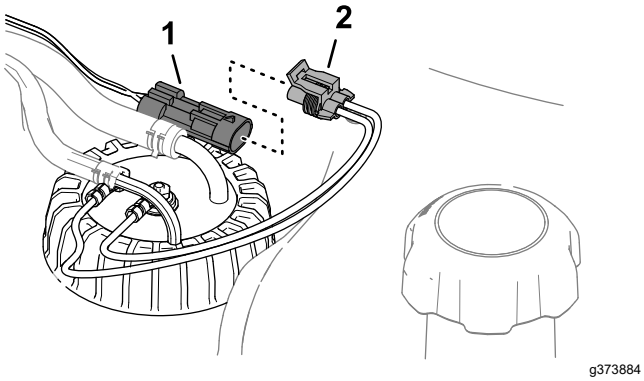

**Figuur 98**
6. Steek de connector van de kabelboom van de brandstofsensor in de connector van de machinekabelboom (Figuur 98).